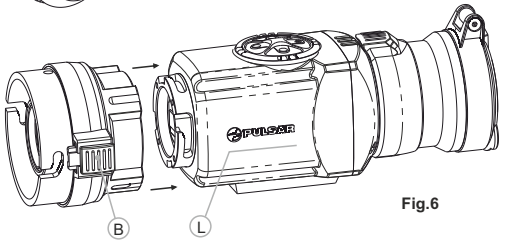

Fig.6
- Coloque el ocular del visor acoplable de modo que la cerradura **(B)** es paralela al logotipo Pulsar **(L)** en el cuerpo del monocular **(Fig.6)**.